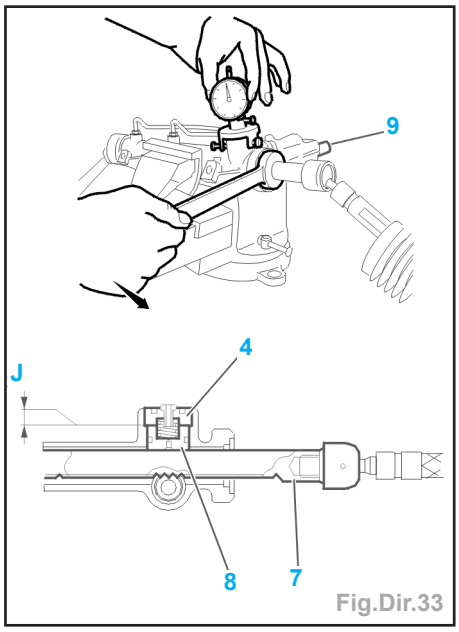

Fig.Dir.33
- À l'aide d'une clé plate, tourner jusqu'en butée la crémaillère (7) pour assurer l'appui du poussoir (8) sur la vis (4) (Fig.Dir.33).